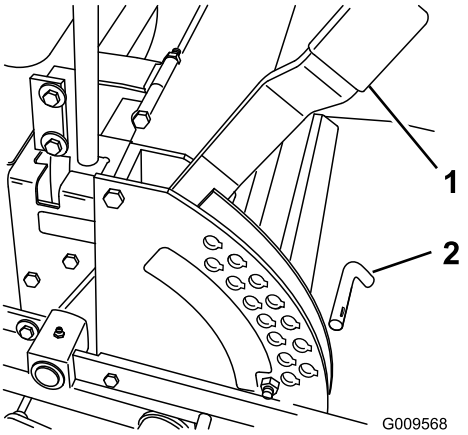

**Figur 19**
1. Höj klipphöjdsreglaget till transportläget (som också är klipphöjdsläget 127 mm) (Figur 19).
2. Justera inställningen genom att ta ut sprinten ur klipphöjdsfästet (Figur 19).
3. Sätt i sprinten i det hål i klipphöjdsfästet som motsvarar den önskade klipphöjden (Figur 19).